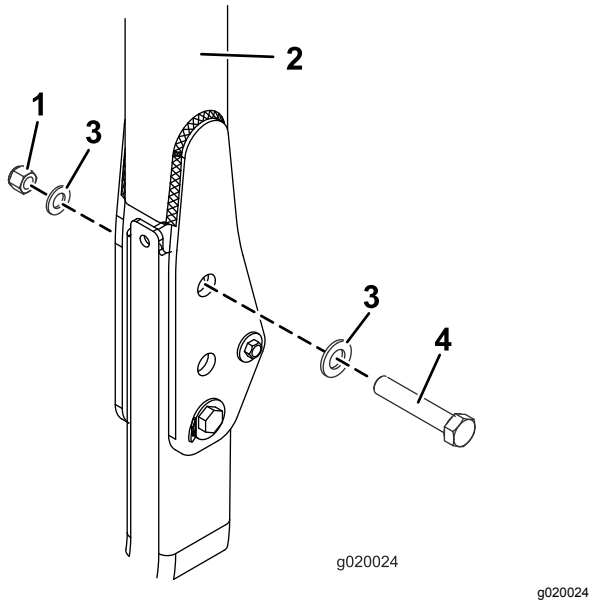

Figura 19
3. Insira uma anilha (13/16 pol. x 1½ pol.) em cada parafuso (¾ pol. x 4 pol.), como se mostra na Figura 19.
4. Nos furos de onde removeu os pinos, instale os parafusos e as anilhas (Figura 19).
5. Instale outra anilha em cada parafuso e prenda com porcas de ¾ pol. como se mostra na (Figura 19). Aperte as porcas com uma força de 323 a 396 N·m.
6. Aperte o parafuso da articulação ROPS (Figura 19) com 91 a 113 N·m para evitar qualquer oscilação da barra de segurança e toldo.